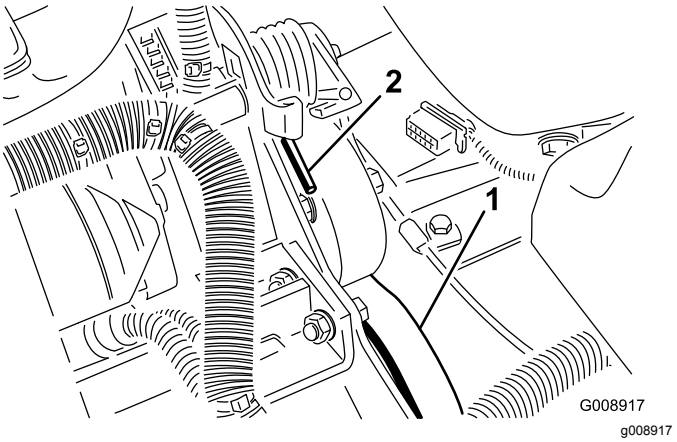

Figur 71
2. Tryck fjäderänden (Figur 71) nedåt och framåt för att kroka av den från fästet och lätta på fjäderspänningen.